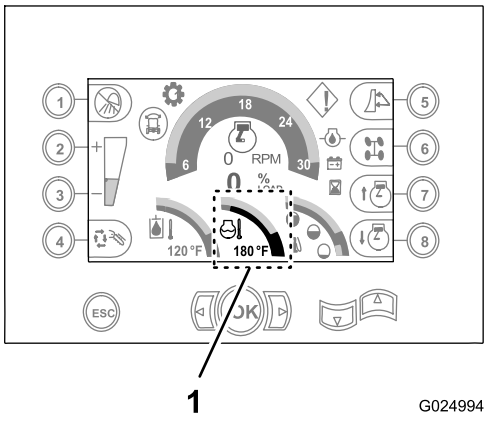

Figure 102
C. Operate the engine for 5 minutes or until the coolant temperature in the command-center display indicates 82°C (180°F), then stop the engine (Figure 102).